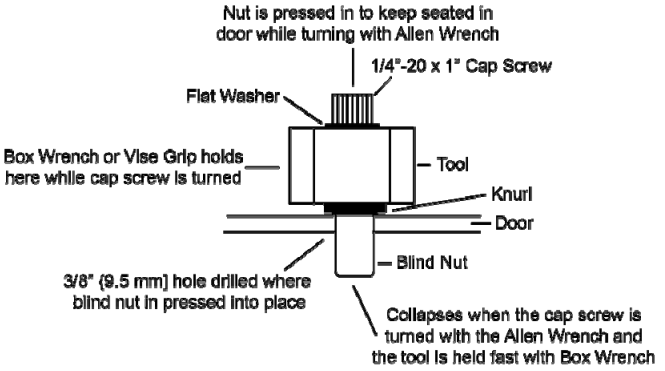

Figure 1. Collapsing the Blind Nuts in a Metal Door
c. USE the supplied collapsing tool to collapse the nuts (see Figure 1, “Collapsing the Blind Nuts in a Metal Door”).